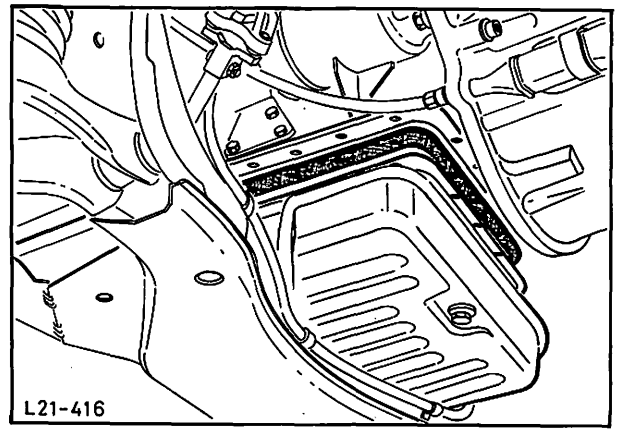

Abb. 101 Ölwanne befestigen
7. Dichtfläche des Zylinderblocks und der Ölwanne von alten Dichtungsresten reinigen, eventuell verbogene Ölwannendichtfläche richten. Neue Dichtung mit Fett an Zylinderblock kleben, dabei auf richtigen Sitz der Dichtung achten. Ölwanne montieren und gleichmäßig mit vorgeschriebenem Drehmoment anziehen (siehe Technische Daten), Abb. 101.